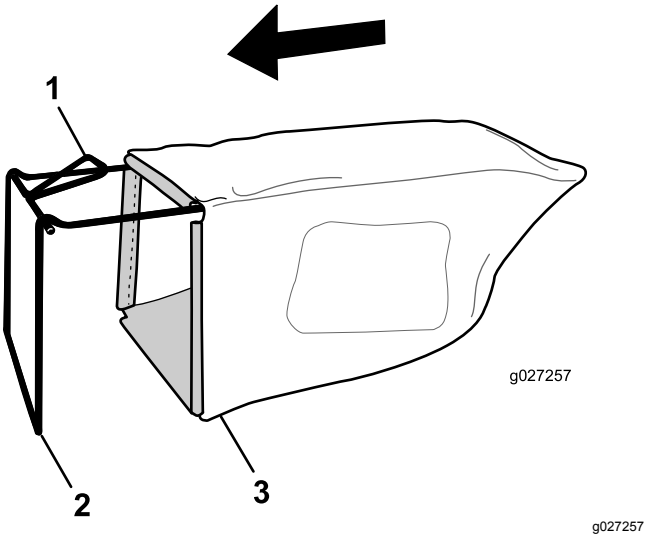

Figur 7
1. För gräsuppsamlaren över ramen i enlighet med Figur 7.
Obs: För inte uppsamlaren över handtaget (Figur 7).